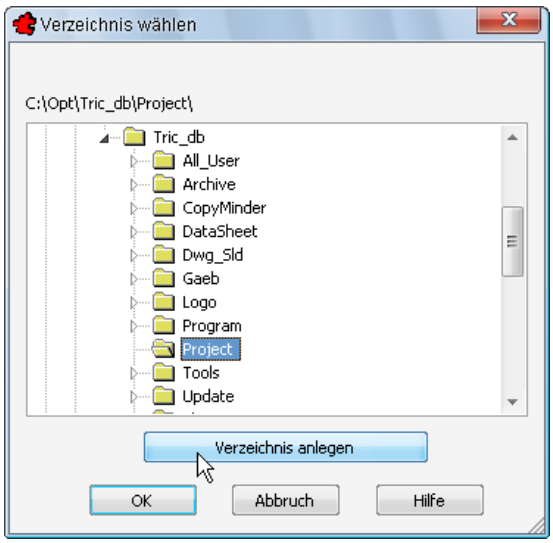

Bild 16.48 – Projekt wiederherstellen, neues Verzeichnis erzeugen
- erstellen Sie in jedem Fall ein neues, leeres Verzeichnis über die Schaltfläche *Verzeichnis anlegen* (Abb. 16.48).